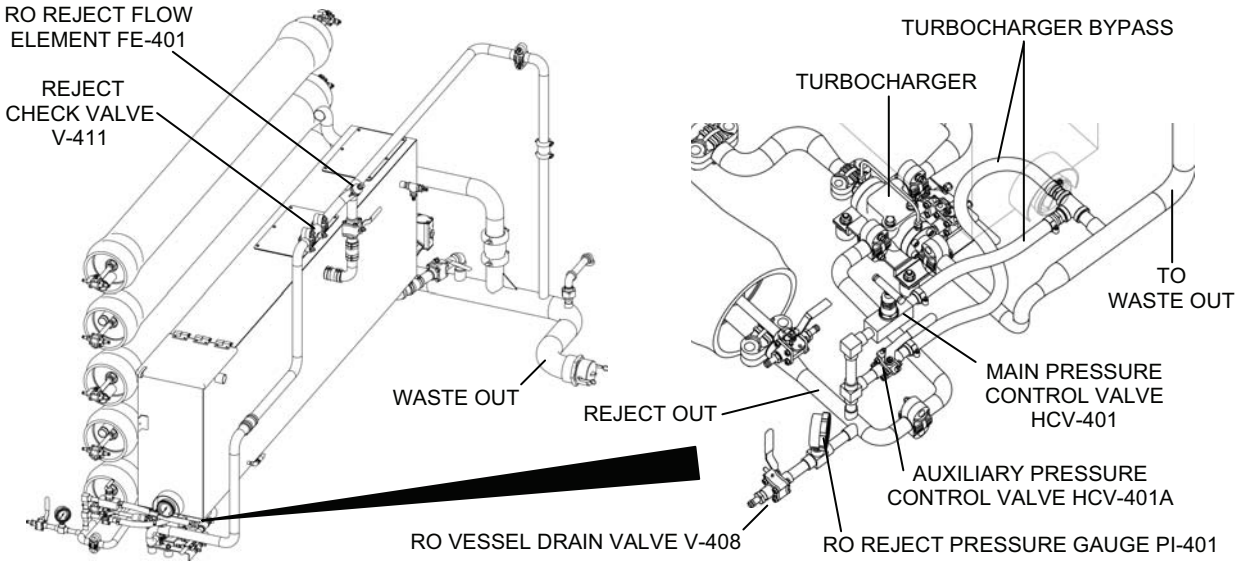
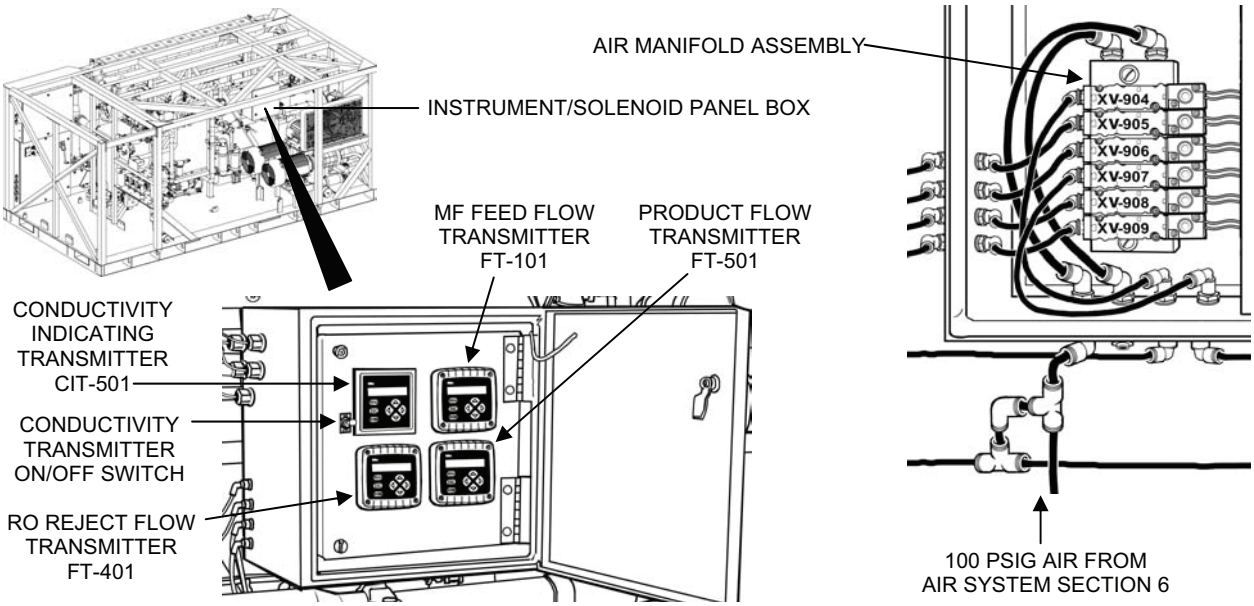

Figure 16. RO System: RO Vessels to Waste Out.
Figure 23. Air System: Instrument/Solenoid Panel Box.
RO System: RO Vessels to Waste Out (see Figure 16)
- **RO Reject Flow Element FE-401 and Flow Transmitter FT-401.** (FT-401 is not shown in Figure 16. It is located in the instrument/solenoid panel box shown in Figure 23). FE-401 and FT-401 measure the reject flow. Reject flow is displayed at the operator control panel (OCP).
- **Conductivity Indicating Transmitter (Analyzer) CIT-501**. (CIT-501 is not shown in Figure 16. It is located in the instrument/solenoid panel box shown in Figure 23). Using inputs from CE-501A and CE-501B, provides an output to the PLC, which displays the measurement on the OCP as mg/l total dissolve solids (TDS). TDS is an indication of how much salt is in the product water. A high alarm indicates when the TDS is greater than 1000 mg/L or when the PLC calculates that the RO membrane salt rejection has become too low.
- **Product Flow Element FE-501 and Product Flow Transmitter FT-501.** (FT-501 is not shown in Figure 16. It is located in the instrument/solenoid panel box shown in Figure 23). FE-501 and FT-501 measure product flow. The flow is displayed at the OCP.
Air System: Instrument/Solenoid Panel Box (see Figure 23)